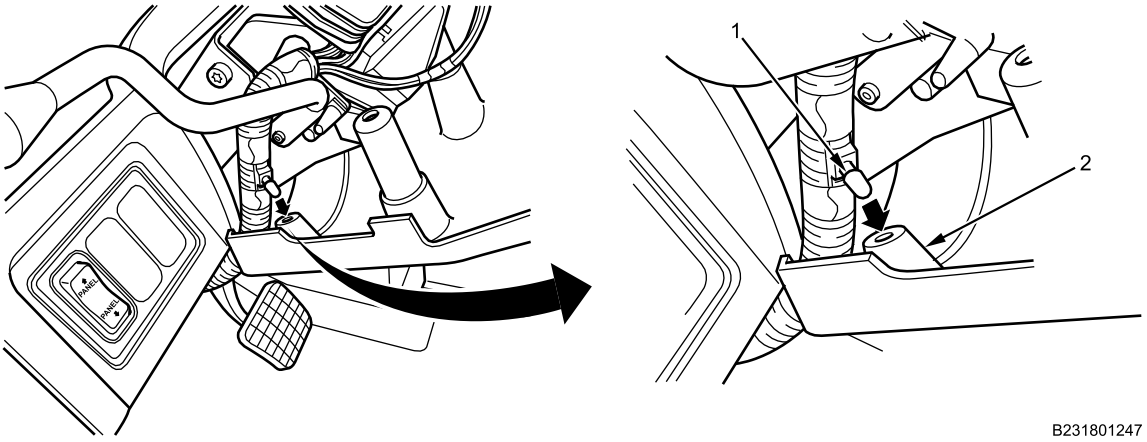

Figure 4. Steering Column Cover Wiring Harness Retainer.
4. Disconnect steering wheel wiring harness retainer (Figure 4, Item 1) from steering column cover lower section (Figure 4, Item 2). Remove steering column cover lower section.